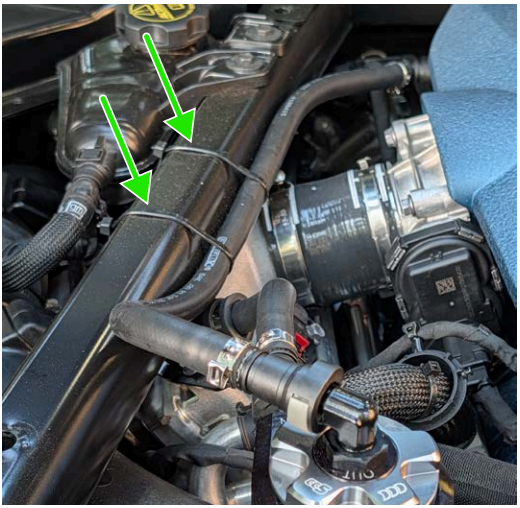

Figure 14 - Zip Ties Securing Intake Manifold Hose to Strut Brace
5. Use the two included zip ties to secure the intake manifold hose to the strut brace as shown in **Figure 14**.